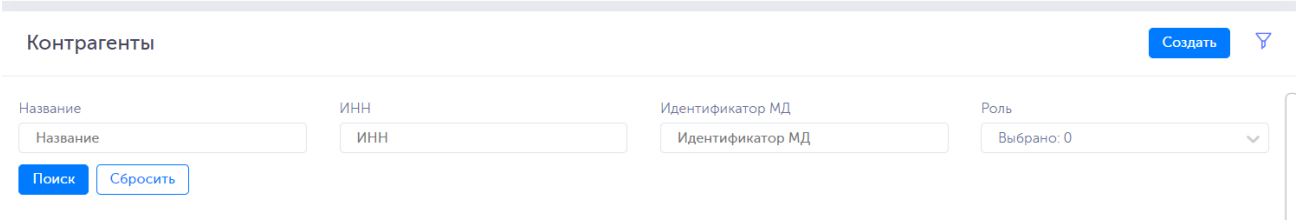

Рисунок 2-105
5) поиск записей справочника, удовлетворяющих заданным критериям, с помощью кнопки «Поиск» (Рисунок 2-105);